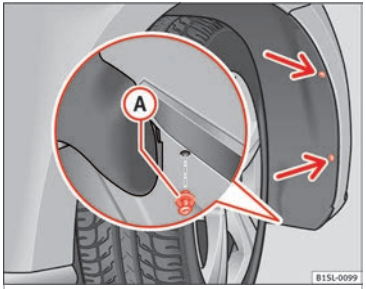
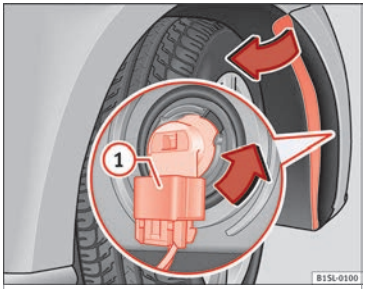

Fig. 147 In the front right wheel arch: Remove the retaining screws (arrows) and take out the expansive rivet A.
Fig. 148 Changing the bulbs in the head-lights
1.	Unscrew the 2 retaining screws of the wheel arch trim ››› Fig. 147 (arrows) with the screwdriver from the vehicle took kit ››› page 172.
2.	Unscrew the expansive rivet in the lower front part of the wheel arch trim (A) with the screwdriver from the vehicle tool kit and completely remove it ››› page 172.
4.	Release the connector ››› Fig. 148 (1) and remove it.
5.	Turn the bulb holder ››› Fig. 148 in the direction of the arrow, **in an anticlockwise direction** as far as it will go and remove it, along with the bulb, pulling backwards.
8.	Plug the connector (1) into the bulb holder. The connector must audibly click into place.
10.	Place the expansive rivet in the wheel arch trim and bumper and press it completely inwards ››› Fig. 147 (A).
11.	Securely screw the 2 retaining screws ››› Fig. 147 (arrows) with a screwdriver.